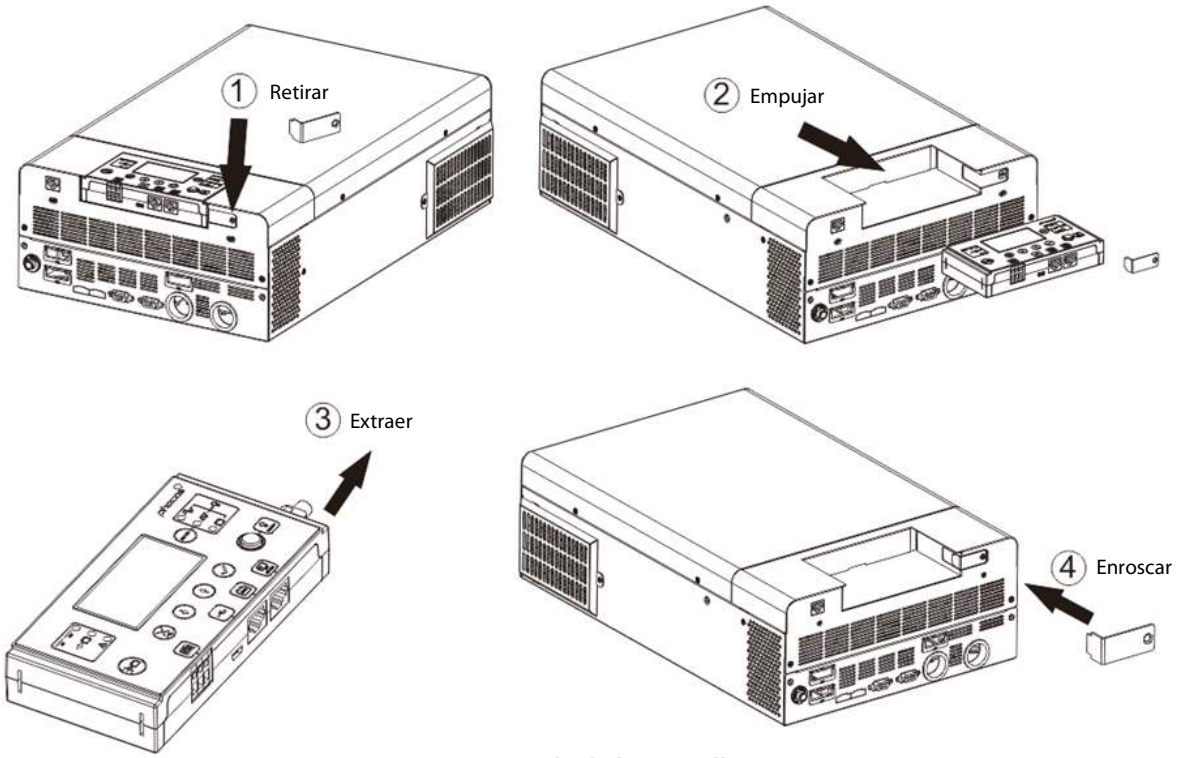

Fig. 11: Retirada de la pantalla remota
1. Retire el tornillo que sujeta el soporte en la parte inferior del módulo de pantalla (**Fig. 11** → ①) y empuje hacia abajo la unidad de visualización de la carcasa mientras retira el soporte de metal.
2. Mantenga presionado el módulo de visualización hacia abajo, teniendo cuidado de no dañar el cable conectado (**Fig. 11** → ②).
3. Retire el cable conectado al módulo de pantalla (**Fig. 11** → ③).
4. Atornille el soporte quitado en **Fig. 11** → ① de vuelta en su lugar (**Fig. 11** → ④).